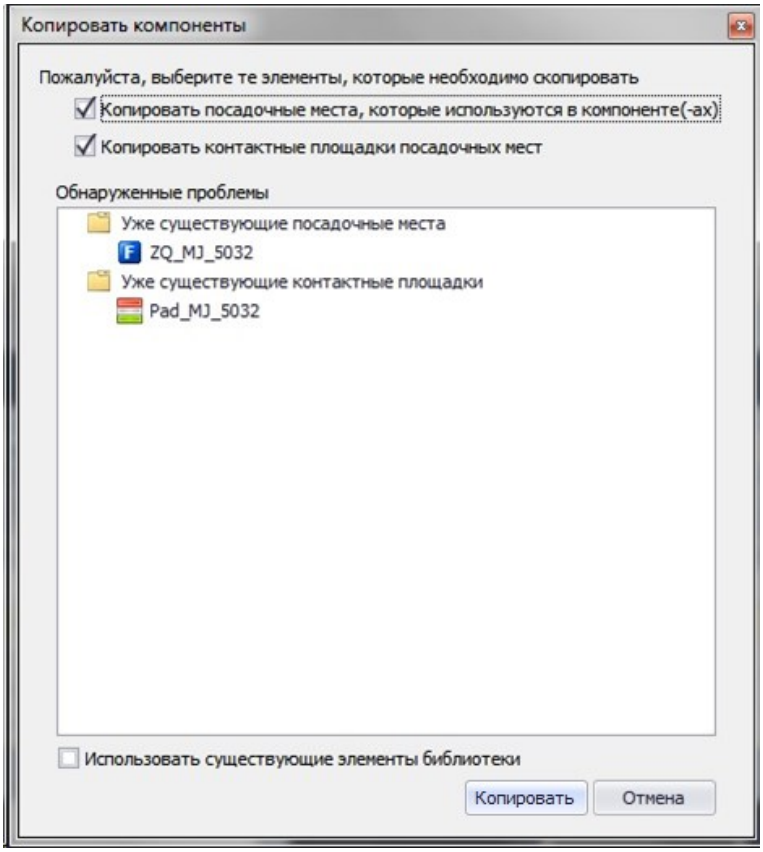

Рис. 318. Окно копирования
5. В отобразившемся окне копирования указать необходимость копирования зависимых элементов, см. Рис. 318.